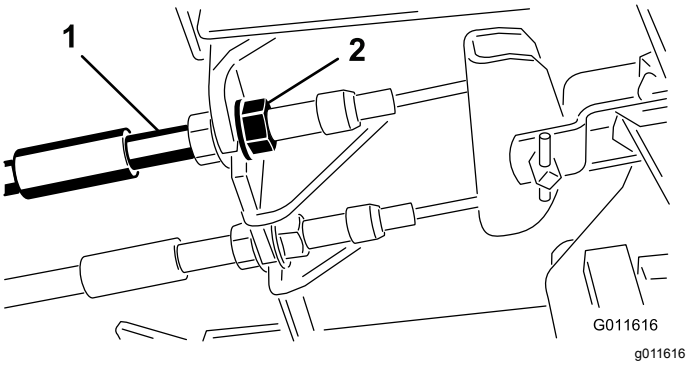

Figur 64
1. Hvis du vil redusere frigangen til bremsepedalene, strammer du bremsene ved å løsne den fremre mutteren på bremsekabelens gjengeende (Figur 64).